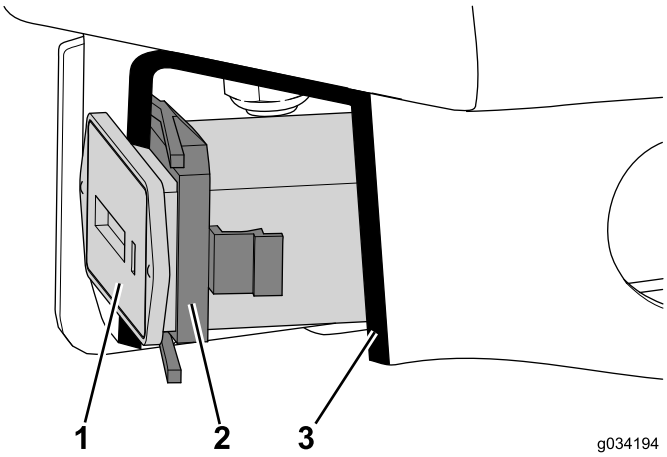

Рисунок 26
1. Установите счетчик моточасов в паз до фиксации его держателем (Рисунок 26).